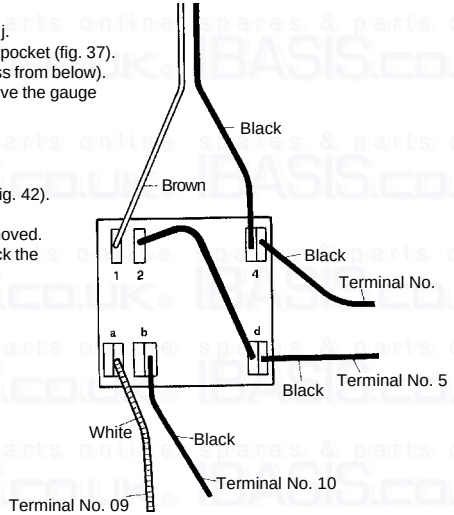

Fig. 42
b) Disconnect the electrical connections to the selector switch (fig. 42).
e) Re-assemble in reverse order (refer to fig. 42 for wiring). Check the operation of the new switch.